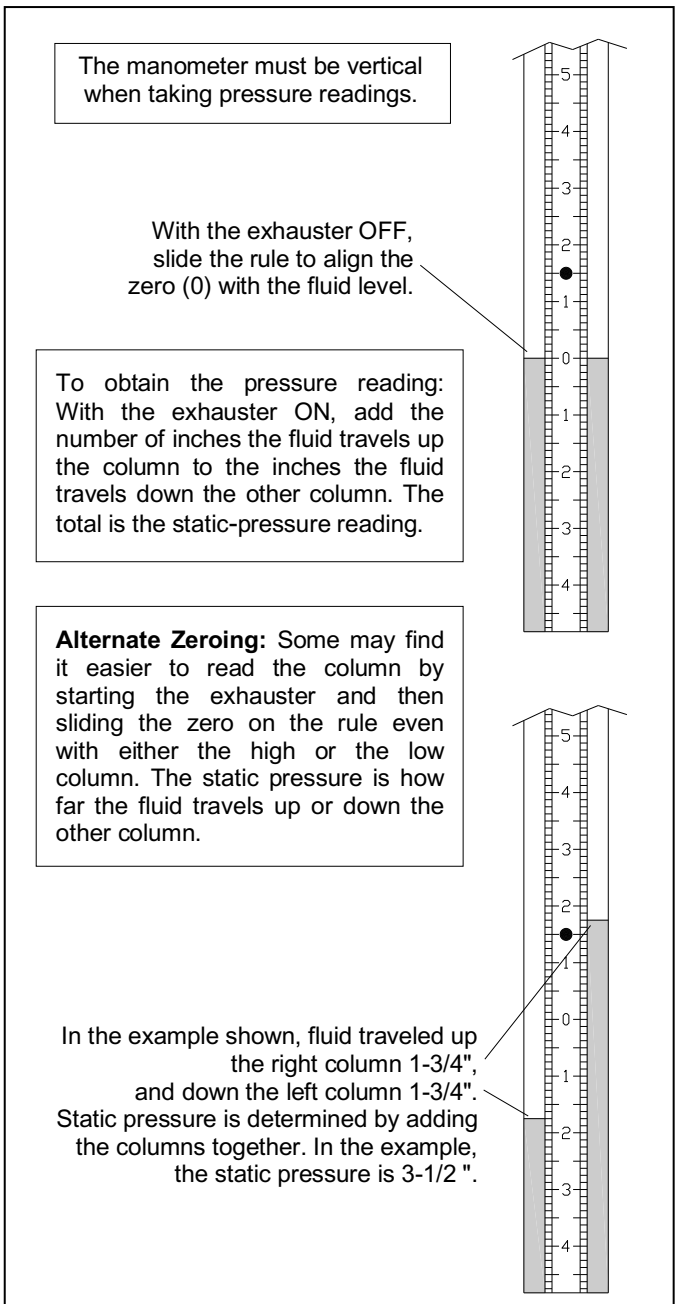

Figure 28
5.10.5 Adjust the slide rule to align the zero with the fluid level. Refer to Figure 28.
5.10.8.2 To find the static pressure, add the number of inches the fluid travels up one column to the inches the fluid travels down the other column. Refer to the example in Figure 28.